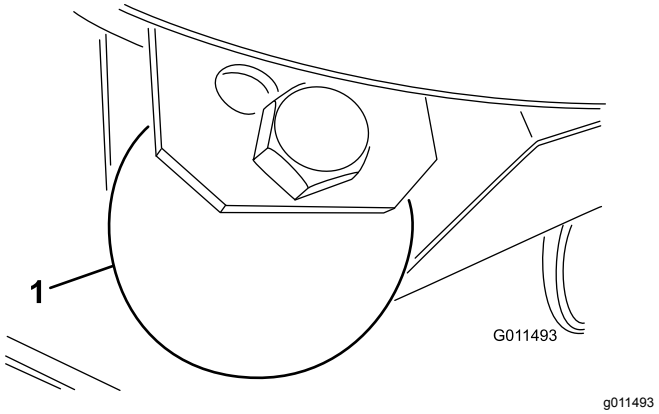

**Figuur 29**
1. Verwijder de bout en de moer waarmee het maatwiel is bevestigd aan de beugels van het maaidek (Figuur 29).